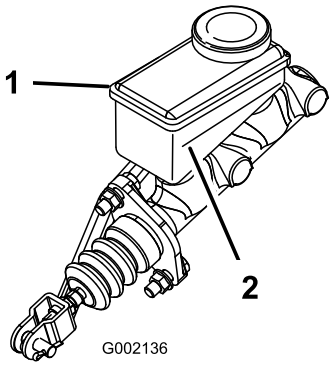

Bild 66
5. Lesen Sie den Flüssigkeitsstand am Stutzen an der Seite des Behälters ab (Bild 66).
B. Füllen Sie DOT 3-Bremsflüssigkeit in den Behälter, bis der Füllstand über der Minimum-Markierung liegt (Bild 66).